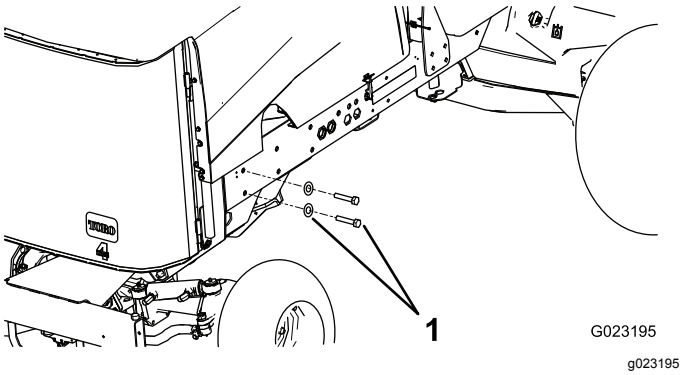

Figur 20
4. Fjern de to bakre boltene og de to skivene fra det høyre rammesporet (Figur 20).